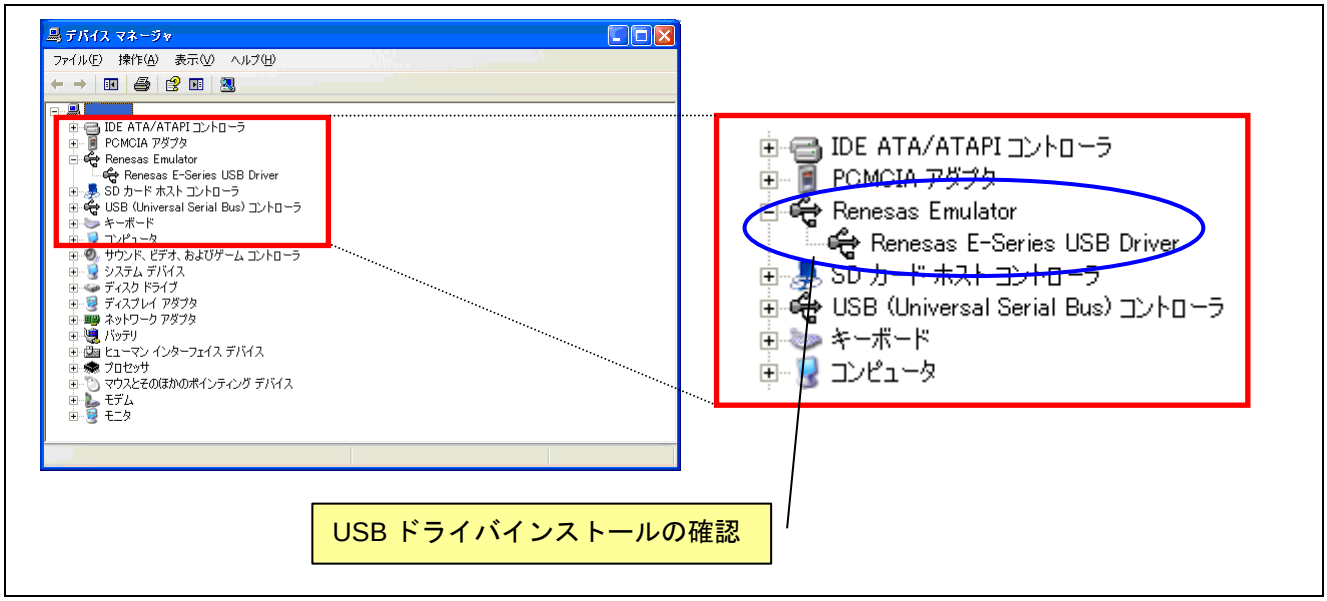

図 3.18　デバイスマネージャ画面
(3) 図 3.18のように【Renesas Emulator】カテゴリおよび【Renesas E-Series USB Driver】の項目があることを確認します。